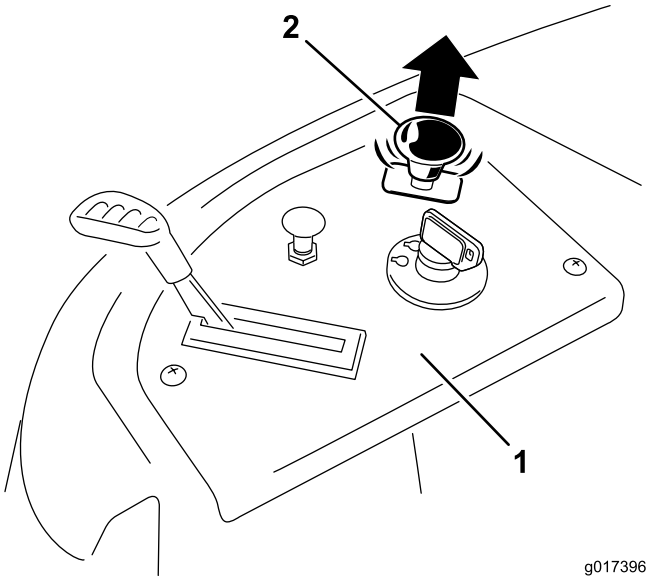

Figur 15
3. Træk opad i kontakten til regulering af skæreknivene, sæt den i positionen Til, og indkobl skæreknivene (Figur 15).